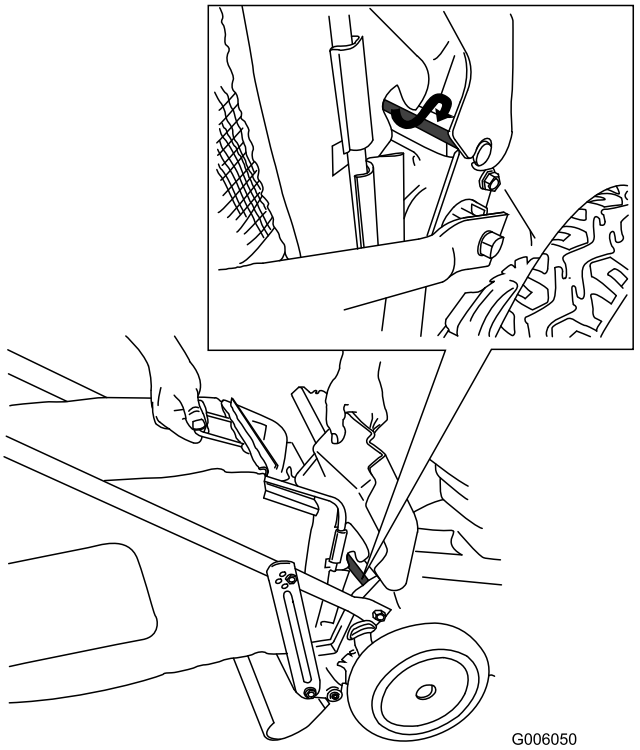

Figure 23
1. Raise and hold up the rear door (Figure 23).
3. Install the bag onto the door rod (see inset in Figure 23).